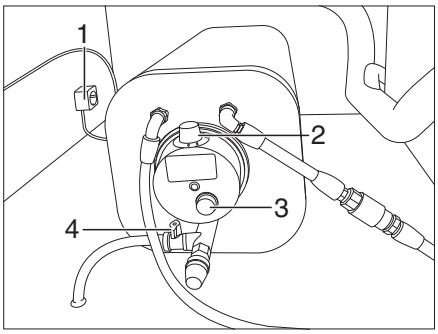

Fig. 177 Boiler
- Close the red drain valve (Fig. 177,4).
- Plug the plug of the boiler into the 240 V socket (Fig. 177,1).
- Switch the boiler on (Fig. 177,2).
The red indicator lamp (Fig. 177,3) at the boiler lights up.
- Set the thermostat (Fig. 177,2) in accordance with the manufacturer specifications.
- Open the red drain valve (Fig. 177,4).